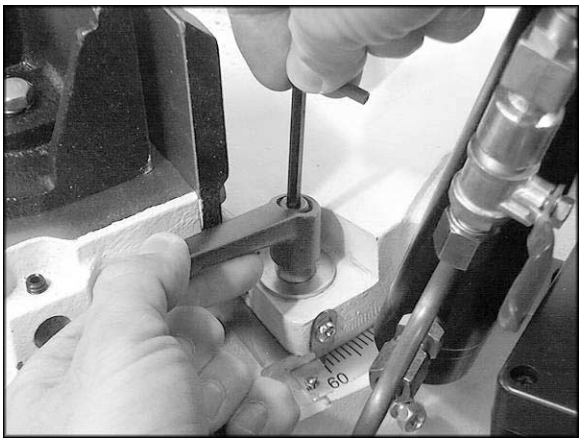

*Figure 14*
**Note**: If the handle becomes too constrained to be easily tightened while at the 60° position, lift up on the handle and use a hex wrench to tighten the pin, then fully tighten using the handle itself. See Figure 14.